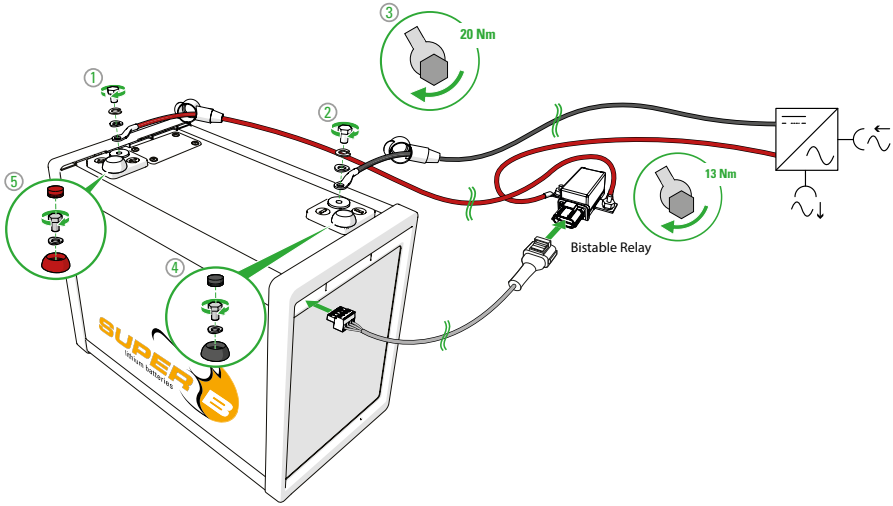

Abbildung 10. Befestigung der Polkappen
4. Schließen Sie den - Pol der Batterie an. Schließen Sie nicht zuerst den - Pol an, da dies zu Kurzschlüssen führen kann (siehe Abbildung 10).
6. Setzen Sie die Polkappen auf die Pole (siehe Abbildung 10).